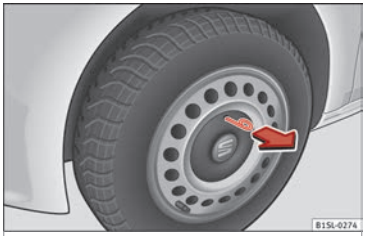

Fig. 124 Remove the hubcap of the steel wheel trim
- *To remove*, take the vehicle tool kit wire hook and attach it to the edge of the wheel trim ››› **Fig. 124**.